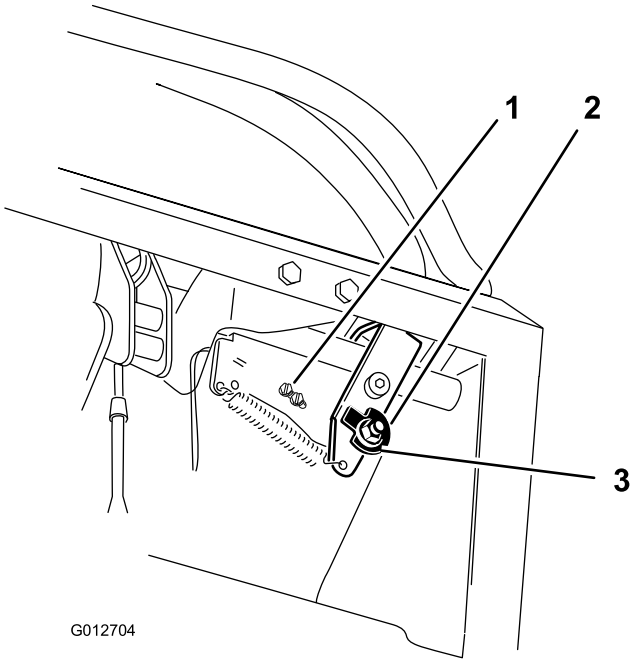
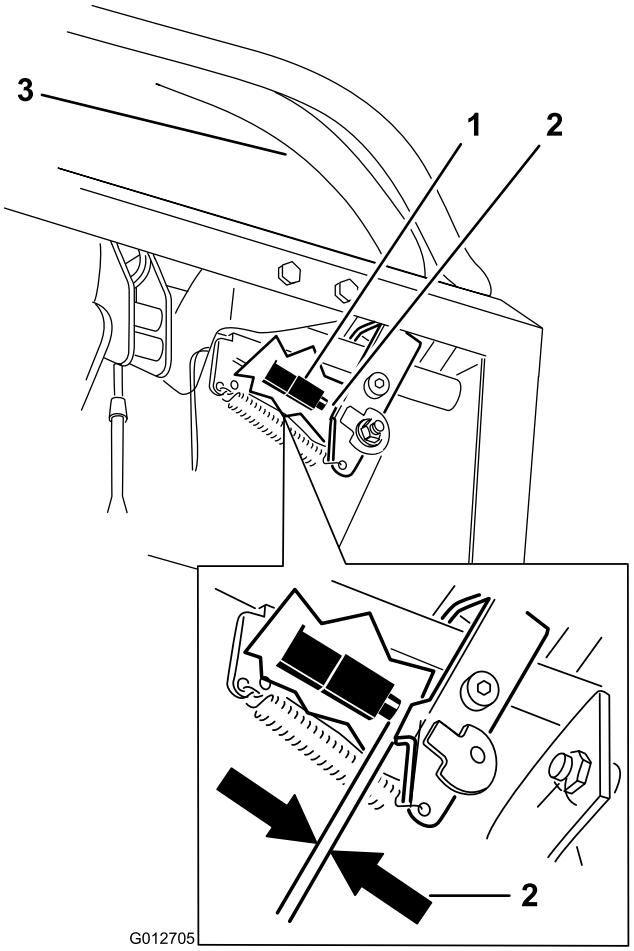

Figur 68
Figur 69
7. Lossa muttern som håller kammen på plats (Figur 68).
10. Kontrollera avståndet mellan rörelsereglaget och omkopplaren på det sätt som visas i Figur 69. Avståndet måste vara 3 mm när den högra rörelsereglagespaken är i det olåsta neutralläget.
11. Vid behov kan skruvarna som håller omkopplaren på plats lossas och omkopplaren justeras (Figur 68 och Figur 69).